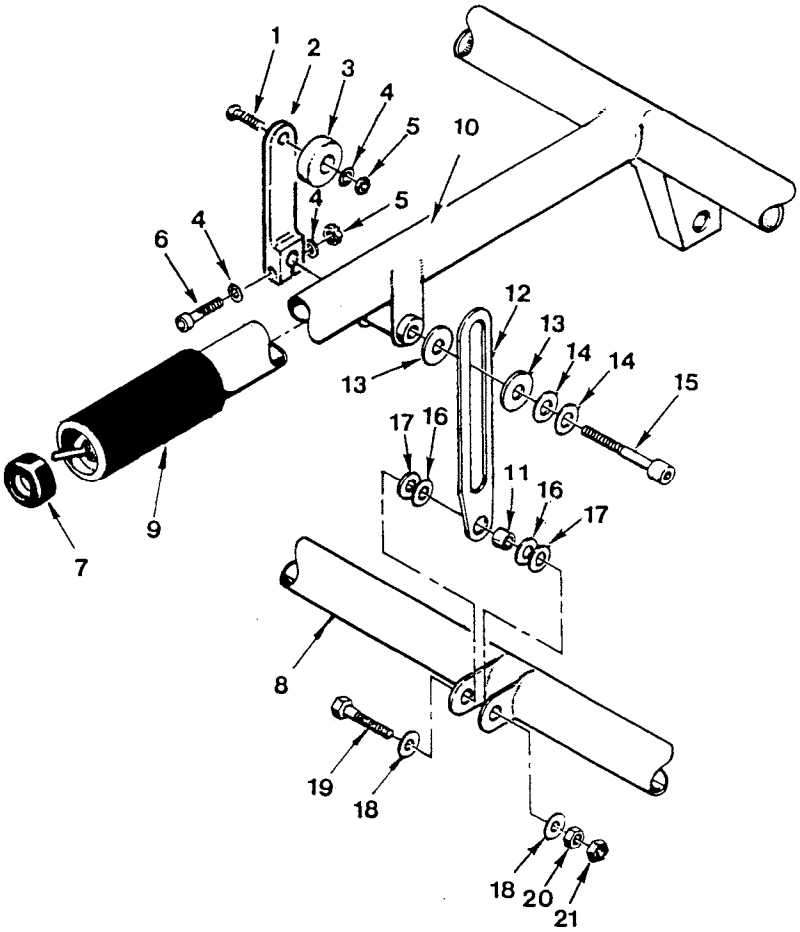

FIGURE 8-5 COLLECTIVE FRICTION ASSEMBLY
a. Assemble A332-1 friction lever per Figure 8-5. The spring washers, item 14, should be assembled with their concave sides together. The two washers, item 13, are installed with the grey Teflon®-coated surface against the A333-1 stop (item 12). The A332-1 lever is threaded onto the NAS1352-4-24P screw as the screw starts to protrude from the attachment fitting.